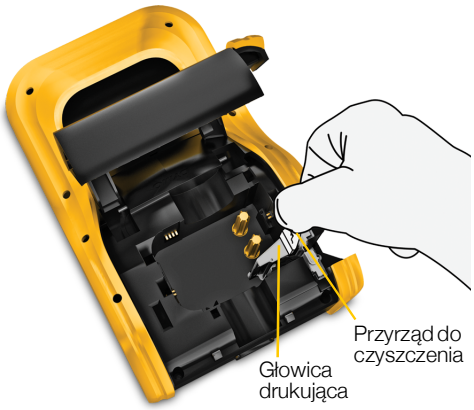

Rysunek 12
4. Delikatnie wytrzeć głowicę drukującą filcową stroną przyrządu. Patrz: Rysunek 12.